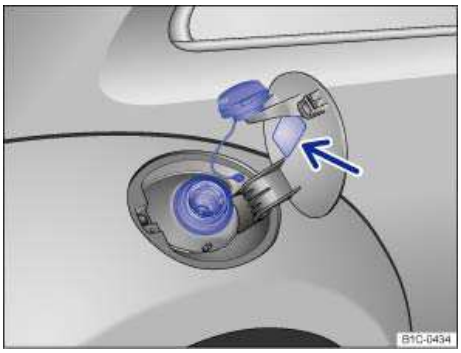

Fig. 139 Right rear side of vehicle: Fuel cap placed on the open fuel filler flap.
- Unscrew the fuel cap counterclockwise and remove. Use the slot on the fuel filler flap ⇒ fig. 139 to hold the cap while refueling.
The correct fuel grade for your vehicle ⇒ *Fuel* is listed on a sticker on the inside of the fuel filler flap ⇒ fig. 139 (arrow).
The correct fuel grade for your engine is shown on a sticker located on the inside of the fuel filler flap ⇒fig. 139.